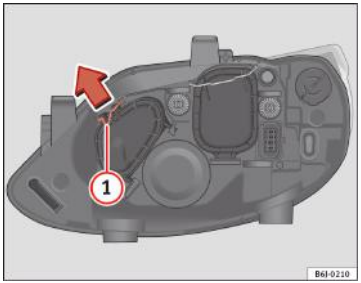

Fig. 159 Farurile fază lungă
– Deplasați clema (1) în sensul săgeții şi scoateți capacul ⇒ fig. 159.